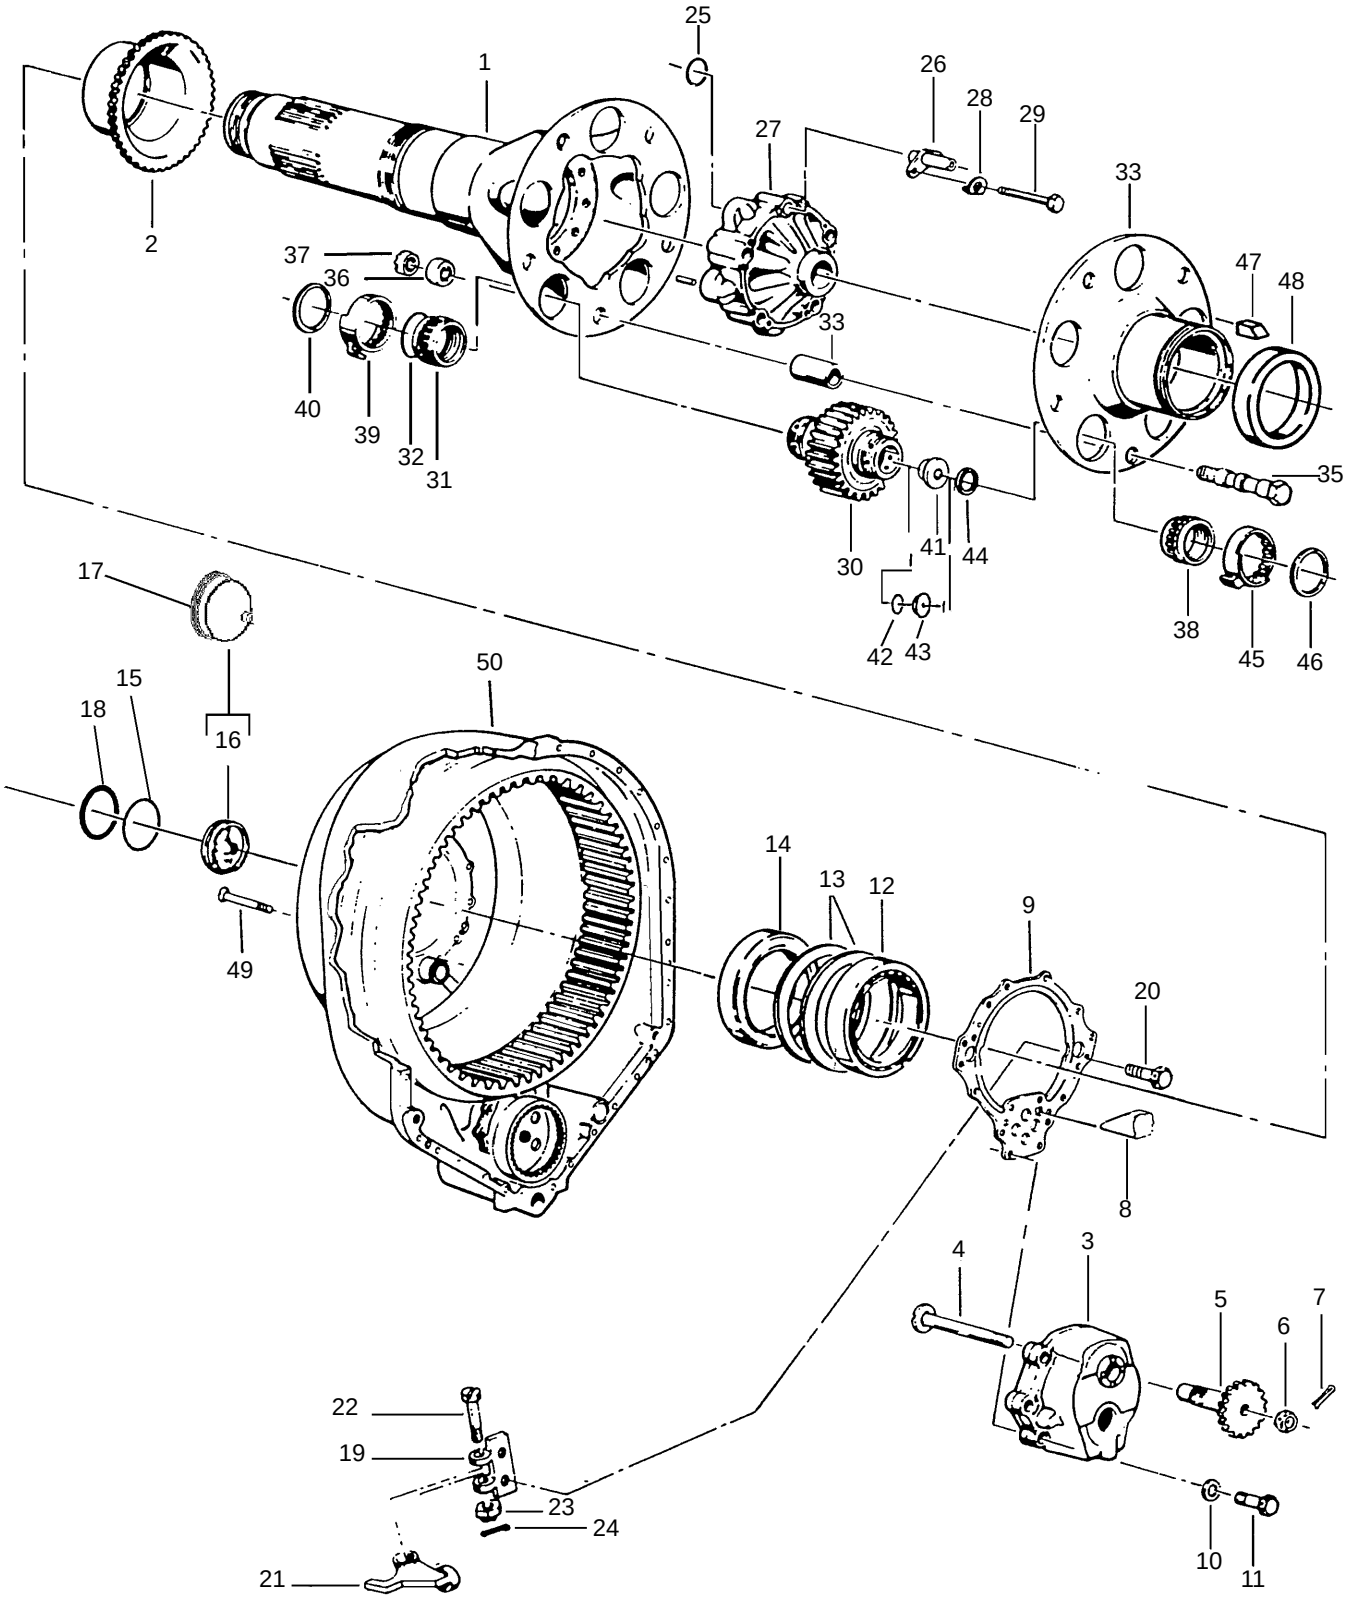

Figure 8. Propeller Shaft and Planetary Gear Assembly Details (Sheet 1 of 2)
12. CARRIER OIL DELIVERY FLANGE AND SUN GEAR LUBE TUBE ASSEMBLIES INSTALLATION. (figure 8)
b. Assemble sun gear lube tube assemblies (26, figure 8) and carrier oil deliver flange (27) (figure 11) as follows: